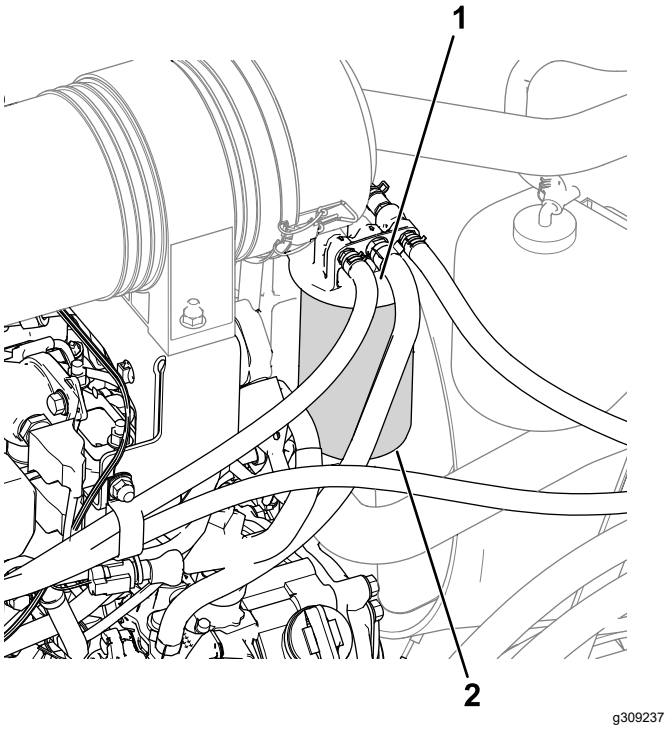

Figur 56
1. Gör rent området kring bränslefilterhuvudet (Figur 56).
2. Demontera filtret och rengör filterhuvudets monteringsyta (Figur 56).